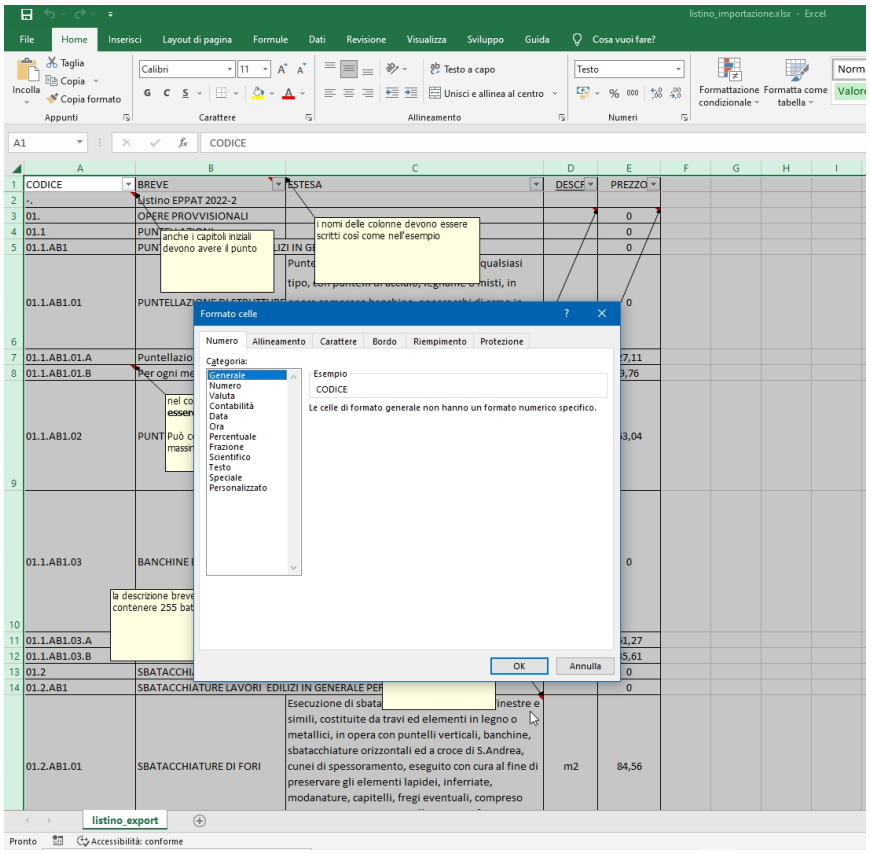

Figura 9: Impostazione del formato delle celle
- controllare che il formato delle celle sia del tipo “Generale”. Figura 9;